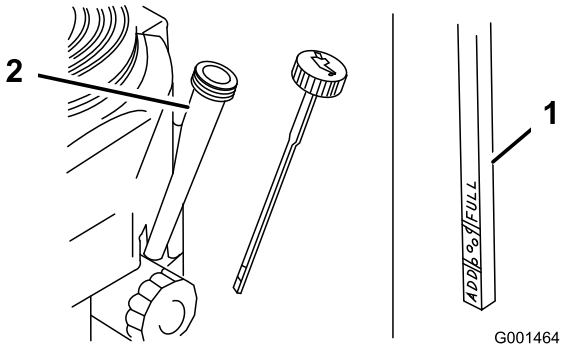

Figur 23
4. Rengør området omkring målepinden (Figur 23), så der ikke trænger snavs ned i påfyldningshullet, hvilket kan beskadige motoren.
5. Skru målepinden af, og tør enden ren (Figur 23).
6. Før målepinden helt ind i påfyldningsrøret, men skru den ikke fast på røret (Figur 23).
8. Hæld langsomt ca. 80 % af den angivne olie i påfyldningsrøret (Figur 23).